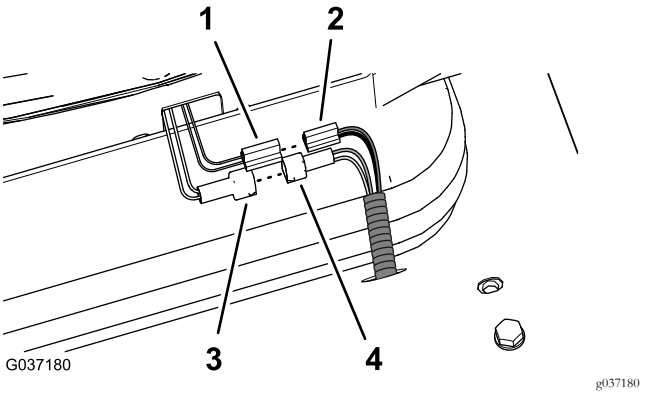

Rysunek 24
7. Z tyłu fotela odszukaj złącze 2-stykowe czujnika fotela (przewody żółty i szary) i podłącz je do złącza 2-stykowego gniazdowego wiązki przewodów z przekaźnikiem (przewody biały i czarny) w sposób pokazany na Rysunek 24.
3. Podłącz złącze 2-stykowe gniazdowe fotela z amortyzacją pneumatyczną do złącza gniazdowego 2-stykowego (przewody czarny i czerwony) z zestawu wiązki przewodów 350 cm; patrz Rysunek 24 w rozdziale Podłączenie przekaźnika i wiązki przewodów (model 02750) (Strona 9).